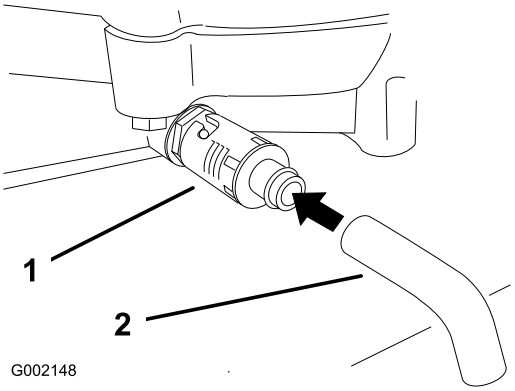

Figur 25
4. Placer en bakke under aftapningsproppen. Drej oliedræningsventilen, så olien kan løbe ud (Figur 25).